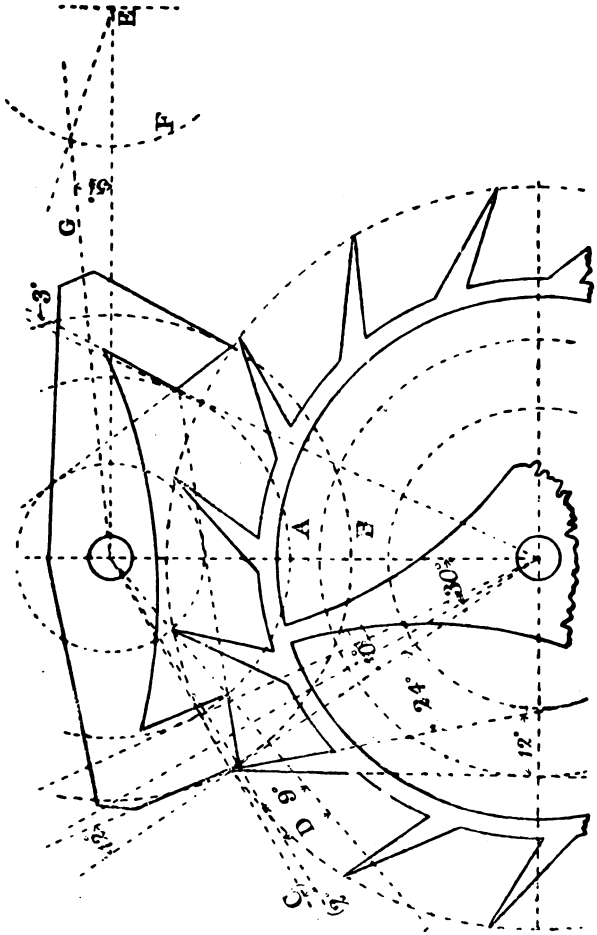

Fig. 3.
* When the tooth is pressing on the locking, the line of pressure should pass through the centre of the pallet staff. But as the locking faces of the two pallets are not equidistant from the centre of motion, a tangent drawn from the locking corner of one pallet would be wrong for the other, and, as a matter of fact, if a diagram is made it will be found that even when the pallets are planted as close as possible they are hardly as close as they should be for the right-hand pallet. To plant as close as possible is, therefore, a very good rule, and is the one adopted by the best pallet makers; though in setting out the escapement a chord of the width of the pallet is produced to find the centre of the staff, as shown in Fig. 3.
Fig. 3 is appended as a guide to students in setting out the escapement. A circle representing the extreme diameter of the escape wheel is taken as a basis, and on the left of the centre line is set off, by means of a protractor, the middle of one pallet (30°) and its width (10°). The chord of this arc of 10° is then produced till it cuts the centre line, and this intersection is taken as the centre of the pallet staff. From the pallet-staff centre curves, A and B, representing the paths of the pallet corners, are drawn. The amount of locking C (say 2°) and impulse D (say 9°) are set off from the chord of the left-hand pallet. The impulse plane is traced through the intersection of the angular lines with the curves A and B, and the line of the plane produced towards the centre of the staff as shown. From the centre of the staff is described a circle just touching the line so produced. The impulse plane of the other pallet forms a tangent to this circle. In this position of the pallets, a line drawn from the locking corner of the left-hand pallet to form an angle of 12° with the radial line from the centre of the wheel, will be required to show the locking face of the pallet, and a similar line forming 3° will answer for the locking face of the right-hand pallet. Mark off the centre of the roller (E), and take, say, one-fourth of the distance between this centre and the centre of the pallet staff for the position of the centre of the impulse pin, and describe the arc F to represent its path. The line G, forming with the centre line running through the roller an angle equal to half the total angle of the motion of the pallets, or $5\frac{1}{2}$°, will represent the centre of the lever. The wheel teeth are set back about 24° from a radial line, so as to bear on their points only, and the rim of the wheel extends to about three-fourths of the whole radius. The remaining parts may be